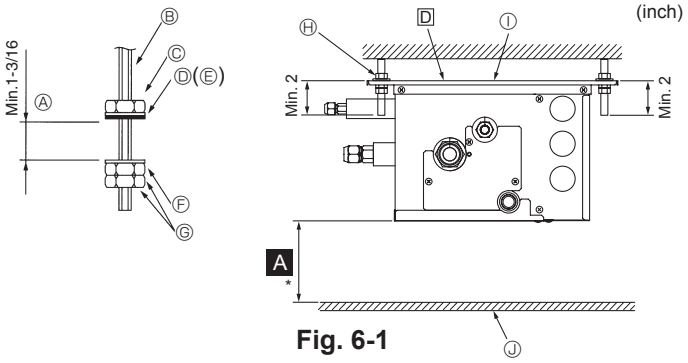

Fig. 6-1
(2) Fit the washers and nuts (①, ②, procure locally) to the suspension bolts. (Fig. 6-1)
(3) Hang the unit on the suspension bolts.
(4) Fully tighten the nuts (check ceiling height).
(5) Use a level to adjust the branch box to the horizontal.